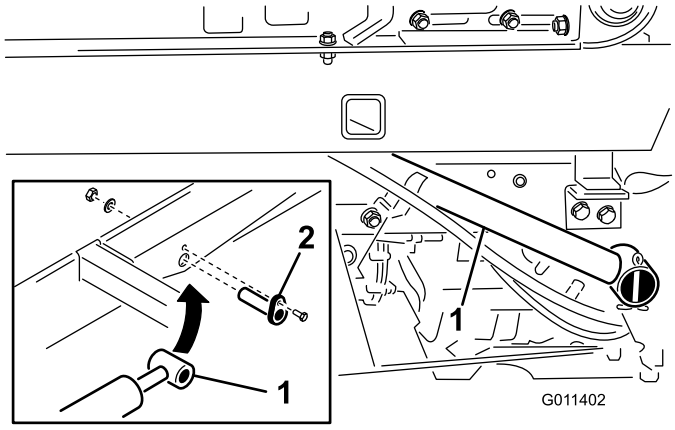

Figur 11
1. Fastgør hver af løftecylinderens stangender til TopDresserens bund med en cylinderstift (Figur 11).
2. Fastgør hver cylinderstift til TopDresserens bund med en maskinskrue på 1/4 x 3/4 tomme, en flad spændeskive og en møtrik (Figur 11).